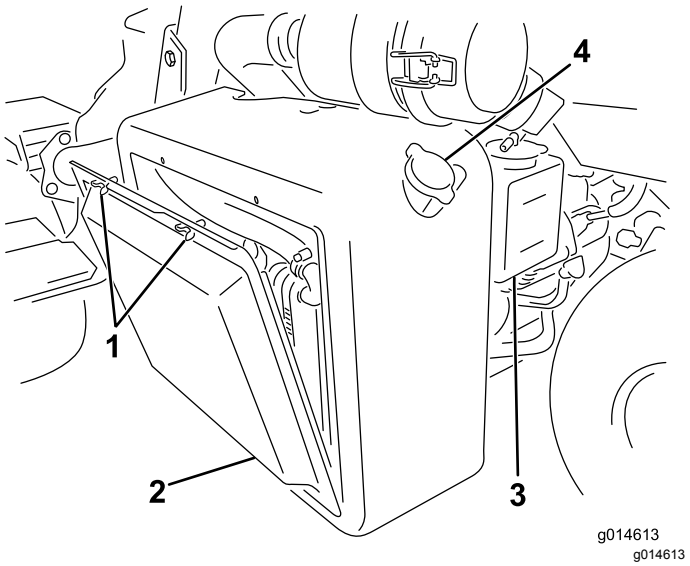

Figur 49
1. Afmonter kølergitteret (Figur 49).